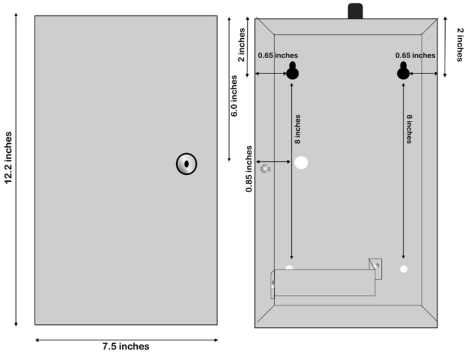

FIGURE 2:
Position the bottom of the 4550-CB enclosure where it will be installed. Use four (4) #6 screws and mount the unit using the four holes in the enclosure's back. The 4550-CB unit's dimensions are shown in Figure 2.